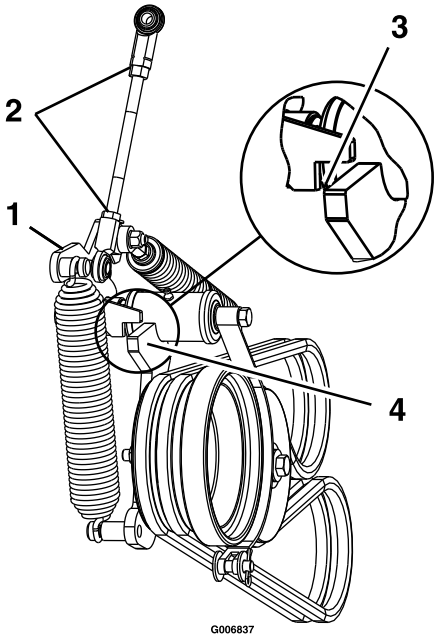

Bild 58
13. Lösen Sie die Klemmmuttern und stellen das Gestänge ein, bis die Oberkante des Spannarms mit der Unterseite der Kerbe am Spannarm ausgefluchtet ist, wie in Bild 58 abgebildet.